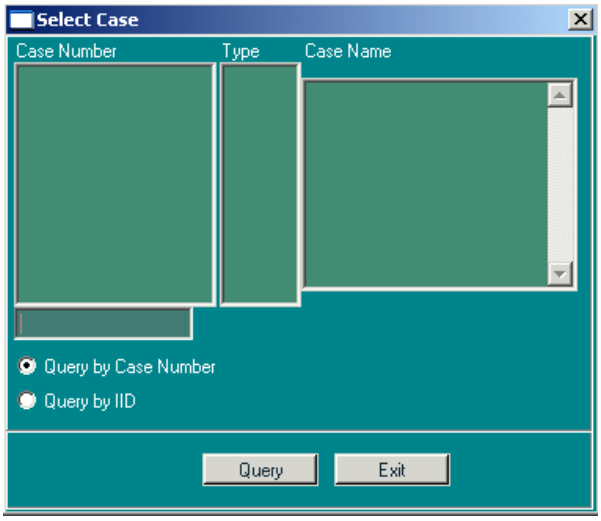

Figure 3-21: Select Case Window
2. Click the **Add Case** button to launch the *Select Case* window (Figure 3-21).